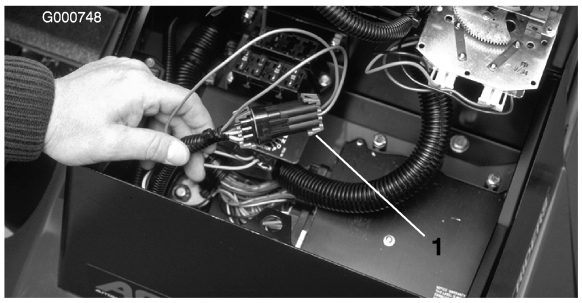

Figur 26
2. Åbn kontrolpanelets dæksel. Find ledningsnettet og sløjfetilbagekoblingsstikket. Træk forsigtigt sløjfetilbagekoblingsstikket ud af ledningsnettets stik (Figur 26).